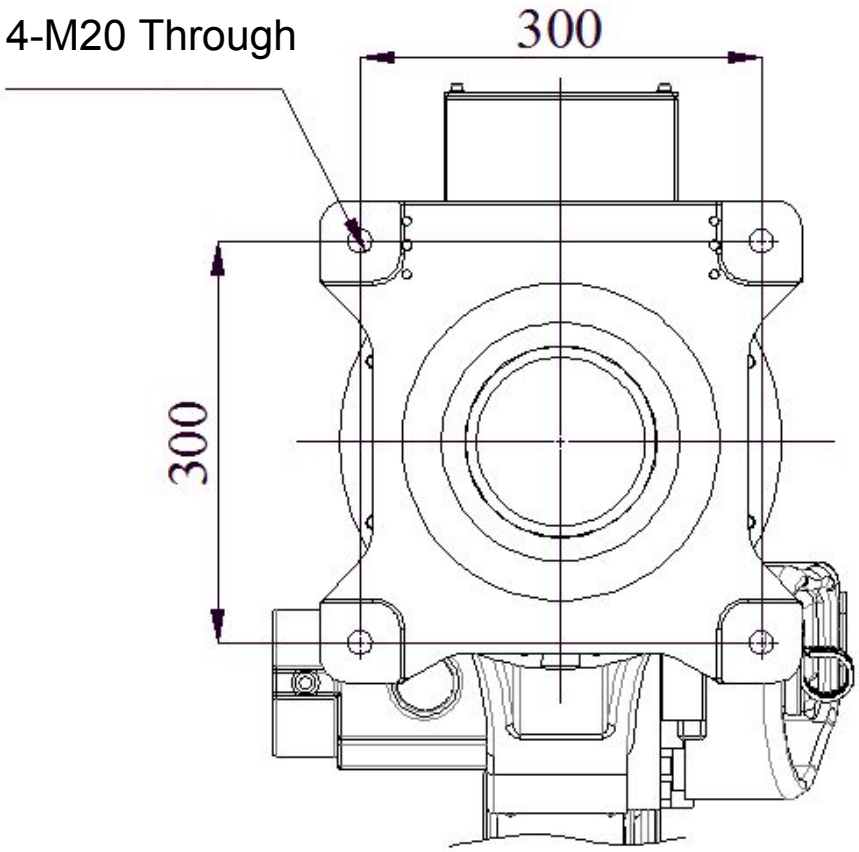

Figure 3-3 Base Mounting Hole Dimensions of SA1400/SA1800
1. The base mounting hole dimensions of SA1400/SA1800 robot are shown in fig.3-3.